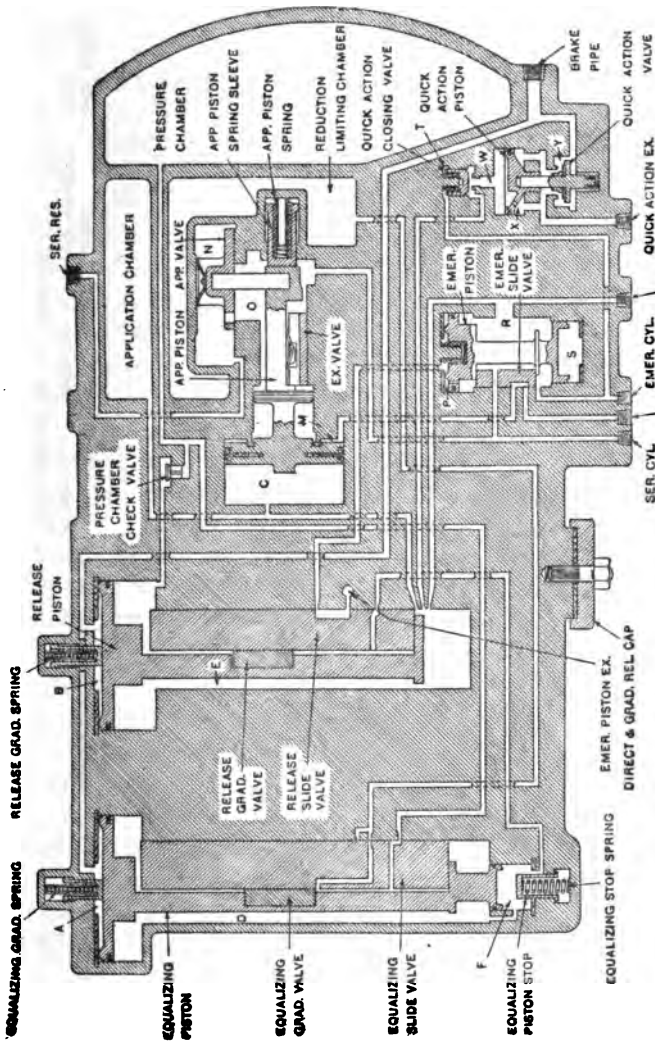

FIG. 143. EMERGENCY POSITION, QUICK ACTION VALVE VENTING.
Q. What occurs in the control valve due to an emergency application? (See Figs. 143 and 144).